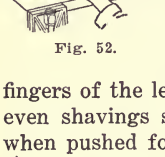

Fig. 52.
49. Gouging.—The gouge is similar to a chisel but has a curved blade. Gouges are made with a bevel either on the outside or inside. The outside bevel gouge is the common form and is used on concave surfaces. The inside bevel gouge is used on convex surfaces but is not often needed. A gouge should be pushed with the right hand, being guided and manipulated by the left hand, which holds the blade. See Fig. 52. In delicate work, or in finishing work, the gouge may be guided by the fingers of the left hand across the blade. Long strokes taking thin, even shavings should be used. If the blade is twisted on its axis when pushed forward, this shearing motion will give a smooth cut. In gouging out broad surfaces, it should be used across the grain.